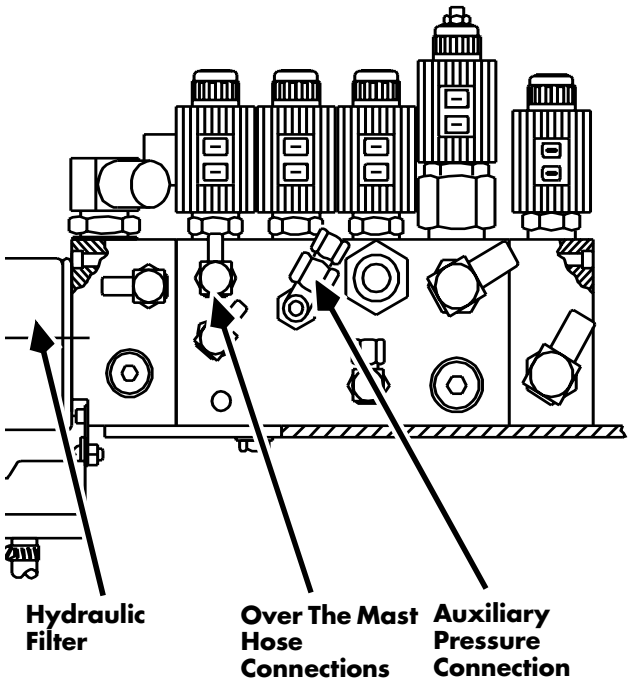

Figure 7-171: Auxiliary Motor Pressure Line at Manifold
6. Remove the auxiliary motor pressure line at the manifold. See Figure 7-171. Re-route the pressure line, or attach an extension line.